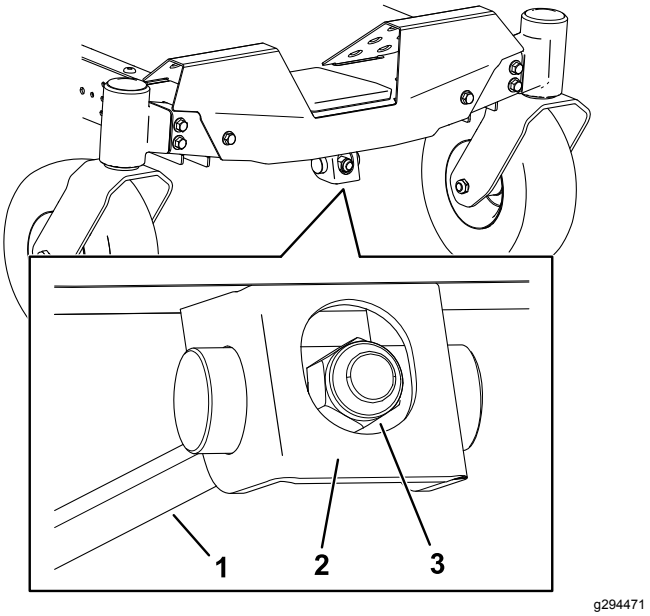

Figur 68
1. Drej justermøtrikken forrest på plæneklipperen (Figur 68).